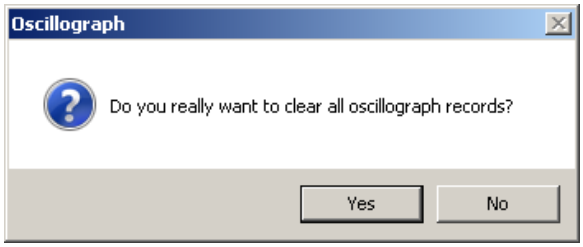

Figure 2-11 Clear Oscillograph Record Confirmation Screen
2. Select **Setup/Oscillograph/Clear** from the TapTalk toolbar. TapTalk will display a Clear Oscillograph Record confirmation screen (Figure 2-11).